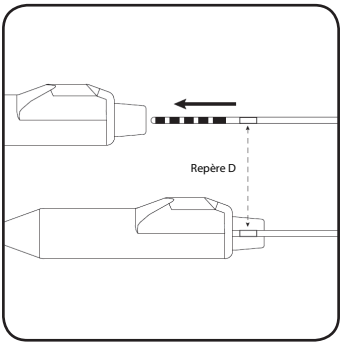

Figure 18. Insérer entièrement l'électrode dans le bloc de connexion de l'extension percutanée.
4. Insérer l'électrode dans le bloc de connexion de l'extension percutanée jusqu'à ce qu'elle ne puisse pas être insérée plus profondément. Le repère D sur l'électrode doit se trouver à l'intérieur du dispositif de décharge de traction de l'extension percutanée (**Figure 18**). La collerette de rétention de l'électrode à ailettes doit être positionnée sous la vis d'arrêt de l'extension percutanée.